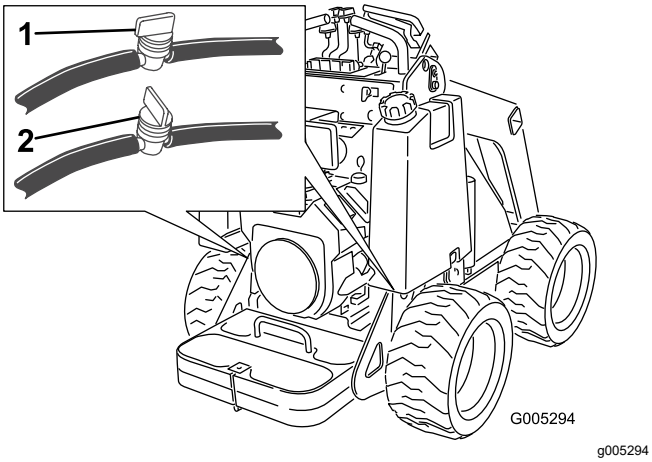

Figuur 31
2. Sluit de brandstofklep onderaan elke brandstoftank (Figuur 31).
3. Sluit de brandstofklep in de slang onderaan de brandstoftank(s) zoals getoond in Figuur 31.
8. Open de brandstofklep(pen) in de slang(en) onderaan de brandstoftank(s) zoals getoond in Figuur 31.